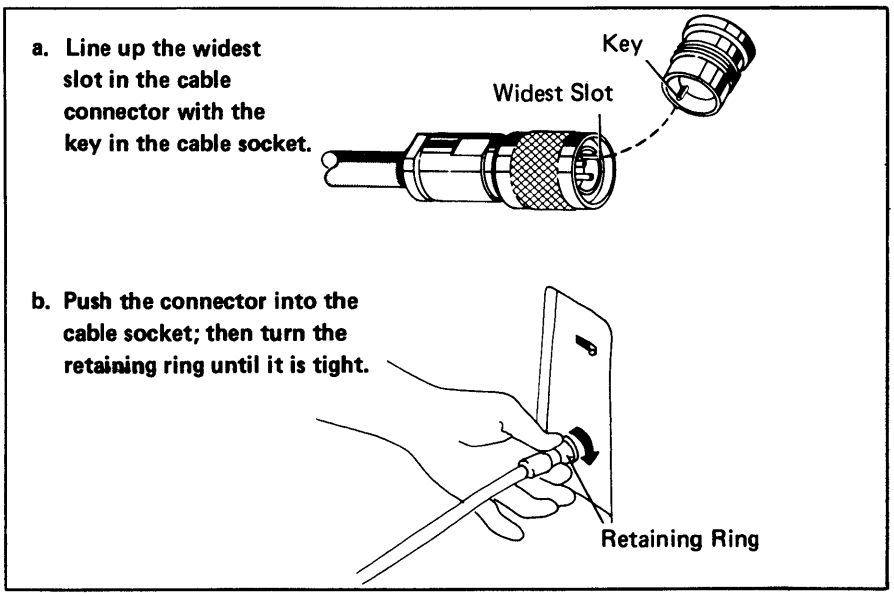

Figure 1. Connecting Cable to Socket
2. **If the Rear Access Panel resembles illustration A, plug into the cable socket as shown in Figure 1. After plugging in the cable, proceed to** *Printer Checkout* **if your printer attaches to a 5251 Display Station Model 2 or 12, a System/34, or a System/38. If your printer** *does not* **attach to a 5251 Display Station Model 2 or 12, a System/34, or a System/38, go to the system setup procedure manual and do the checkout procedure listed for the printer.**
If the Rear Access Panel resembles illustration B, plug into the lower socket. See *Figure 1* **for directions on plugging the cable in. After plugging the cable in, proceed to** *Setting the Switches* **on the following page.**